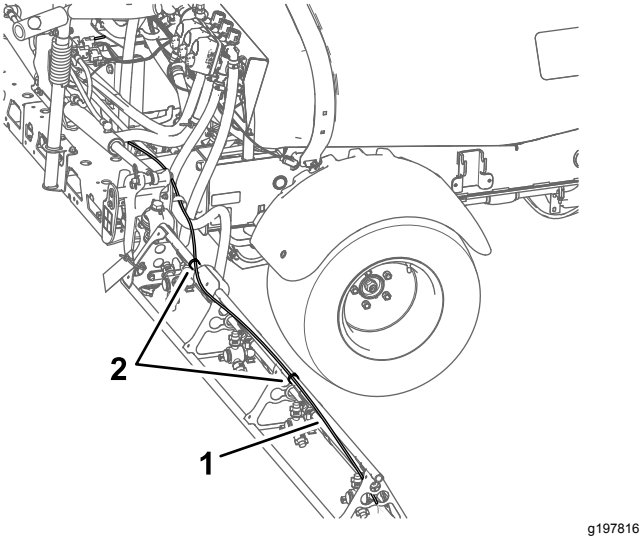

Figuur 22
4. Leid de buis langs de achterzijde van de bovenste steunstang van de buitenste spuitboom, zoals getoond in Figuur 22.
6. Bevestig de buis met kabelbinders aan de buitenste spuitboom; zie Figuur 22.